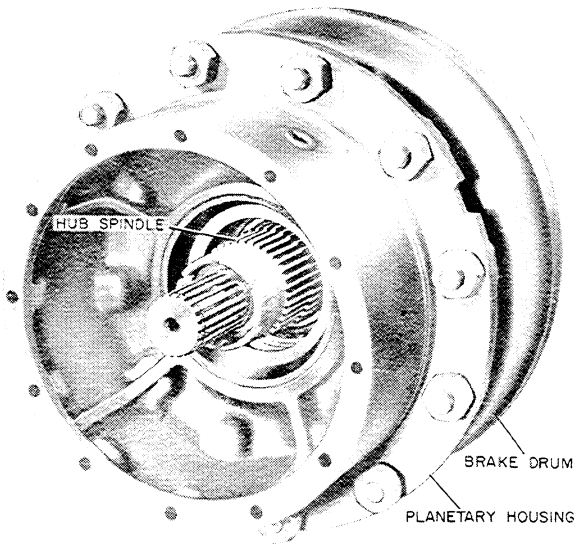

Figure U-24
12. Lift the hub and drum slightly to relieve the drag on the brake shoes. Then remove the planetary housing and brake drum from the hub spindle, Figure U-24.